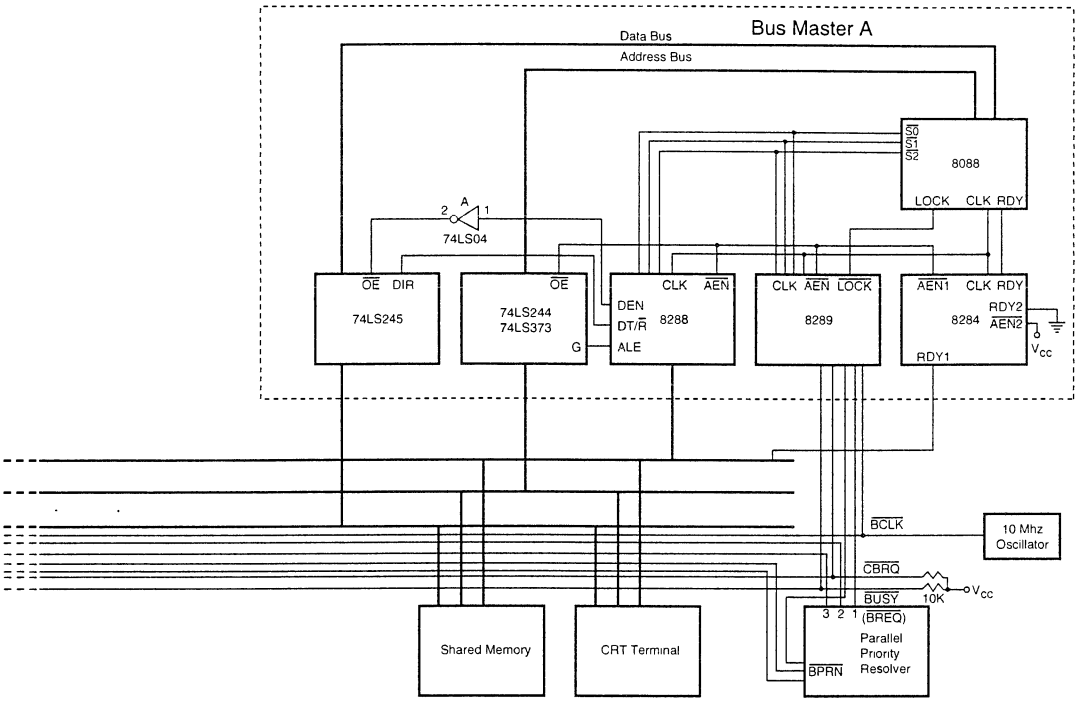

FIGURE 12–17 *(continued)*
FIGURE 12–17 Three 8088 microprocessors that share a common bus system. Microprocessor A is the bus master in control of the shared memory and CRT terminal. Microprocessor B is a bus slave controlling its local telephone interface and memory. Microprocessor C is also a slave that controls a printer, disk memory system, and local memory.
System Illustrating Single-bus and Resident-bus Connections. Single-bus operation interfaces a microprocessor to a shared bus that contains both I/O and memory resources that are shared by other microprocessors. Figure 12–17 illustrates three 8088 microprocessors, each connected to with a shared bus. Two of the three microprocessors operate in the resident-bus mode, while the third operates in the single-bus mode. Microprocessor A, in Figure 12–17, operates in the single-bus mode and has no local bus. This microprocessor only accesses the shared memory and I/O space. Microprocessor A is often referred to as the **system bus master** because it is responsible for coordinating the main memory and I/O tasks. The remaining two microprocessors (B and C)
In Figure 12–17, the bus master (A) allows the user to operate with a video terminal that allows the execution of programs and generally controls the system. Microprocessor B handles all telephone communications and passes this information to the shared memory in blocks. This means that microprocessor B waits for each character to be transmitted or received and controls the protocol used for the transfers. For example, suppose that a 1K-byte block of data is transmitted across the telephone interface and this occurs at the rate of 100 characters per second. This means that the transfer requires 10 seconds. Rather than tie up the bus master for 10 seconds, microprocessor B patiently performs the data transfer from its own local memory and the local communications interface. This frees the bus master for other tasks. The only time that microprocessor B interrupts the bus master is to transfer data between the shared memory and its local memory system. This requires only a few hundred microseconds from the bus master and the main system.